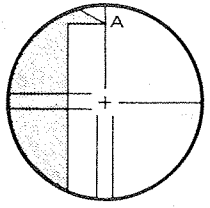

Abb. 13.17
1) Wählen und visieren Sie einen sichtbaren Zielpunkt im oberen Teil A der Vertikalfadenkreuzlinie Abb. 13.17 an.